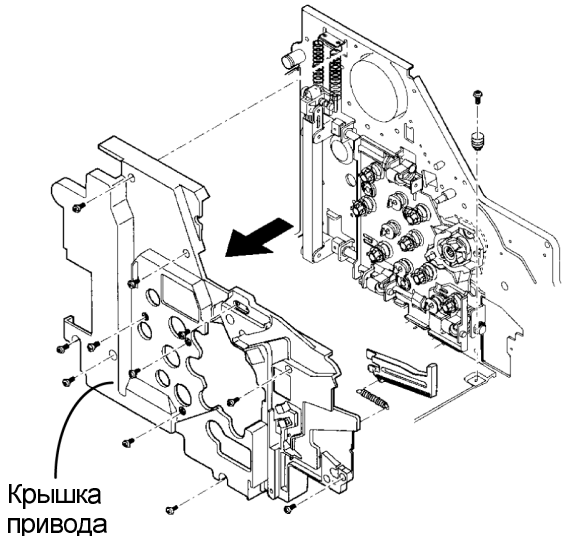

Рисунок 1. Снятие крышки привода
2. (Рисунок 1): Снимите крышку привода.